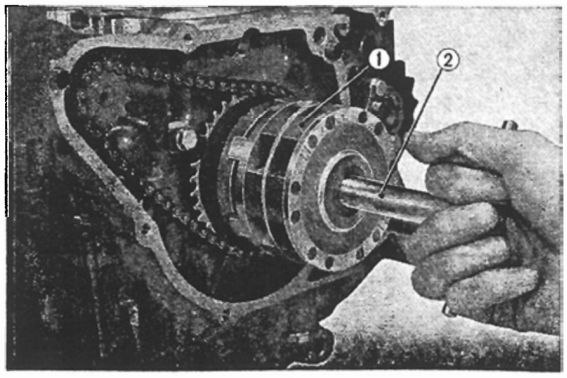

Fig. 3.91 Removing the A C generator rotor
3. Remove the generator rotor by using a generator rotor puller. **(Fig. 3.91)**